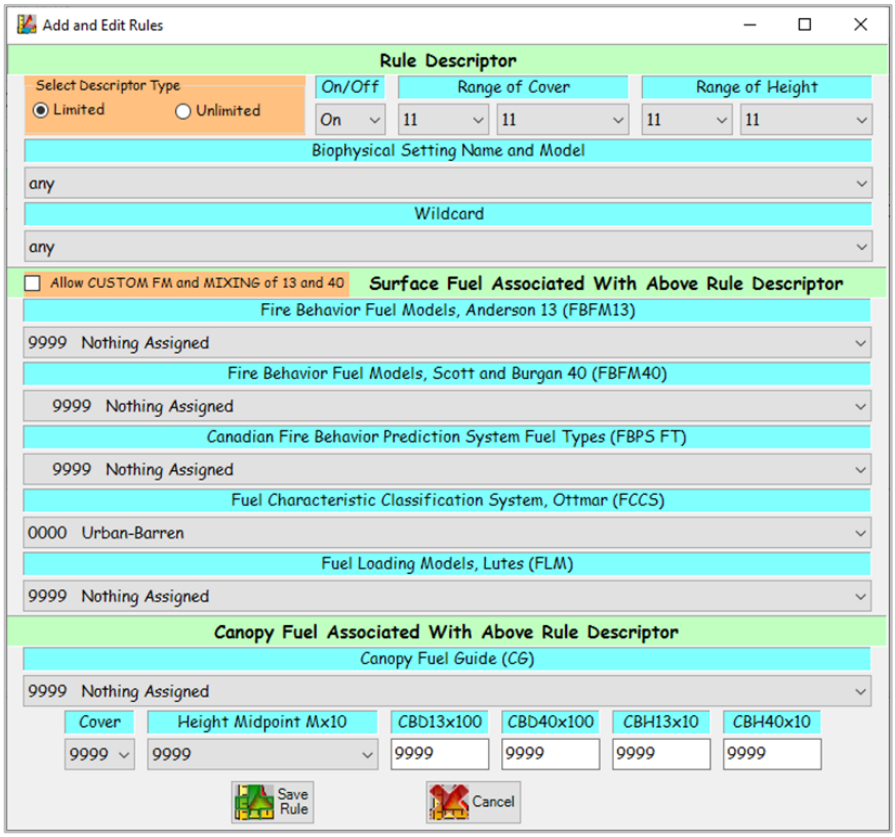

***Figure 7-21. Add and Edit Rules** dialog box.*
The **Add and Edit Rules** dialog box opens as shown (Figure 7-21).
- To use the Add Rule option, you will need to complete the required input for the **Rule Descriptor**, **Surface Fuel Associated with Above Rule Descriptor**, and finally the **Canopy Fuel Associated with Above Rule Descriptor** boxes (Figure 7-21).
The **Rule Descriptor** box occupies the top portion of the **Add and Edit Rules** dialog box (Figure 7-21). Components are described as follows.
The **Add and Edit Rules** dialog box opens (Figure 7-21). Components of the Add and Edit Rule dialog box are the same as those described for the Add Rule option. They are repeated here for convenience. Components of the **Add and Edit Rules** dialog box and the steps required to use the Edit Rule option, are discussed below.
- To use the Edit Rule option, you will need to complete the required input for the **Rule Descriptor**, **Surface Fuel Associated with Above Rule Descriptor**, and the **Canopy Fuel Associated with Above Rule Descriptor** boxes (Figure 7-21).